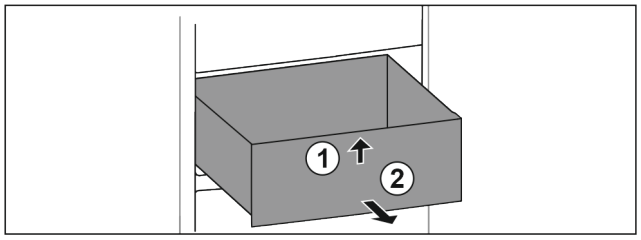

Fig. 23
- ▶ Приподнимите выдвижной ящик спереди. *Fig. 23 (1)*
- ▶ Извлеките выдвижной ящик движением вперед. *Fig. 23 (2)*